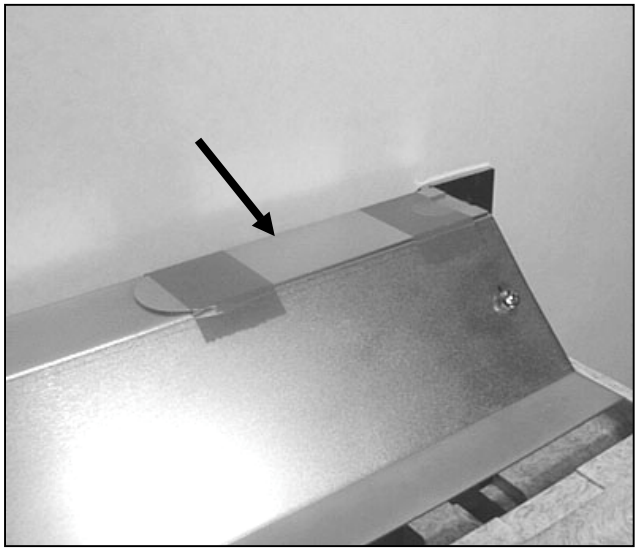

**Figure 5 - Location of Wear Gauge**
- Contactor wear gauge (Figure 5).